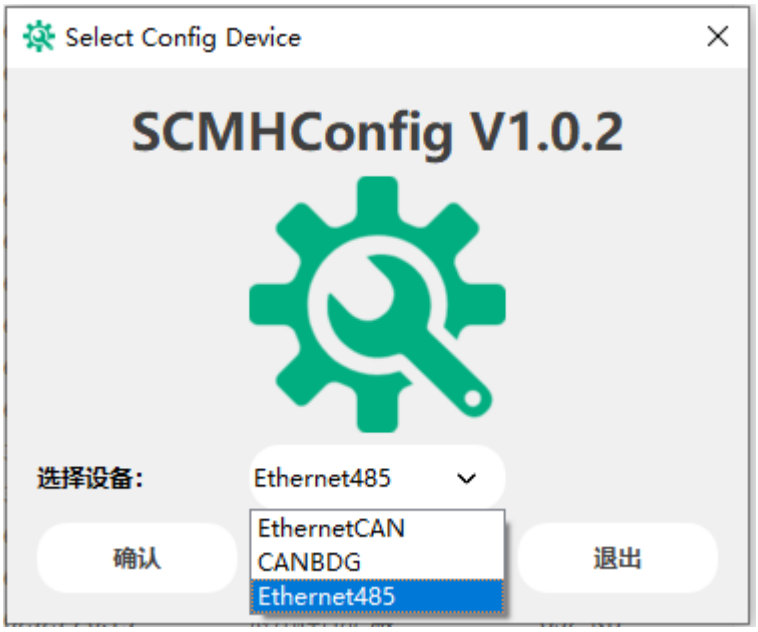

图 7.1 SCMHConfig 软件运行界面
c. 单击 运行 SCMHConfig 软件，出现如 图 7.1 所示界面。